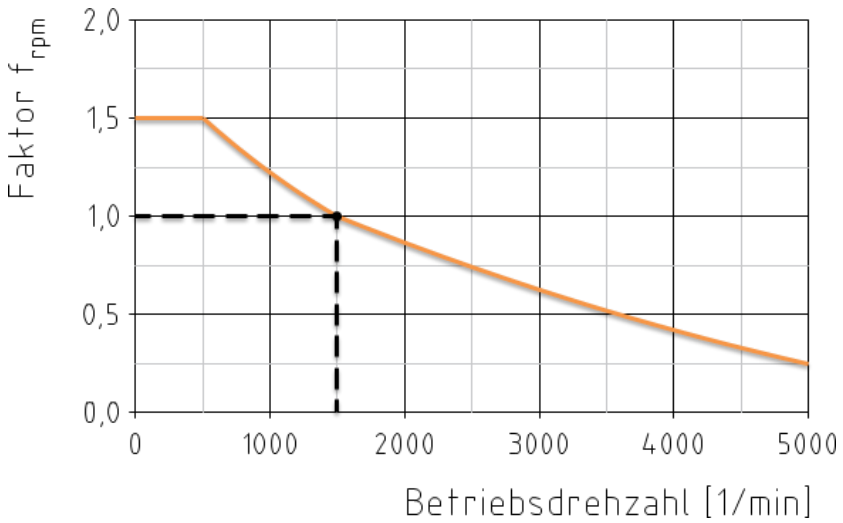

Bild 26: Diagramm der Versatzkorrektur
- Die aufgeführten radialen und winkeligen Verlagerungswerte beziehen sich auf eine Referenzdrehzahl von 1500 1/min. Mit dem Diagramm der Versatzkorrektur (siehe Bild 26) erfolgt eine drehzahlabhängige Erhöhung oder Reduzierung der Verlagerungswerte durch den Faktor f_{rpm}. Die Verlagerungswerte zwischen den angegebenen Drehzahlen sind entsprechend zu interpolieren.